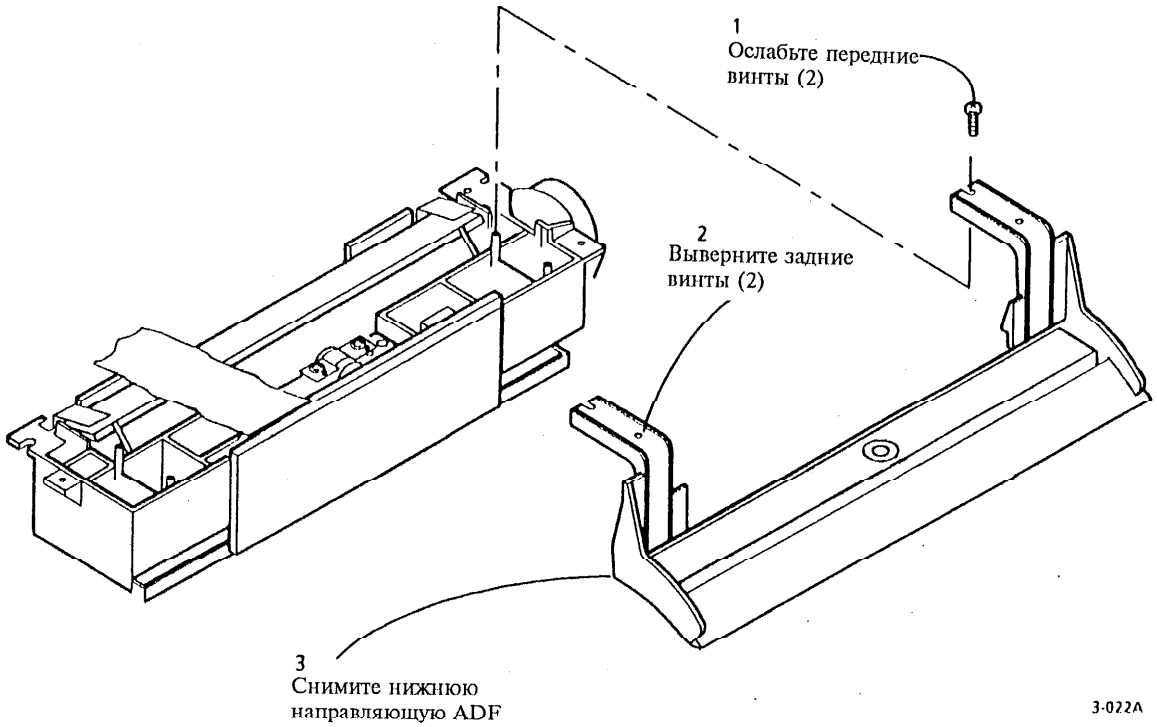

Рис. 1 Снятие нижней направляющей ADF
2. (Рис. 1): Осторожно поверните узел сканера сверху вниз и снимите нижнюю направляющую ADF.